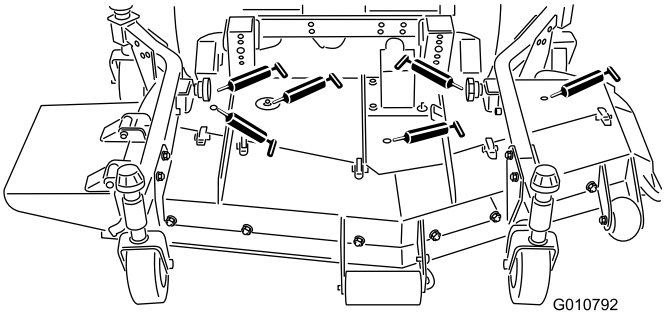

Figur 17
- knivspindellager (Figur 17)
- höger och vänster skjutarmskulleder (Figur 17)